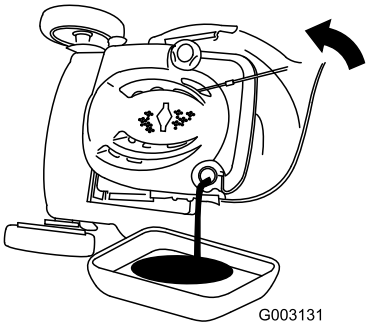

Figur 36
3. Vend gressklipperen over på siden, med luftfilteret opp, for å tømme den brukte oljen ut gjennom oljefyllingsrøret (Figur 36).